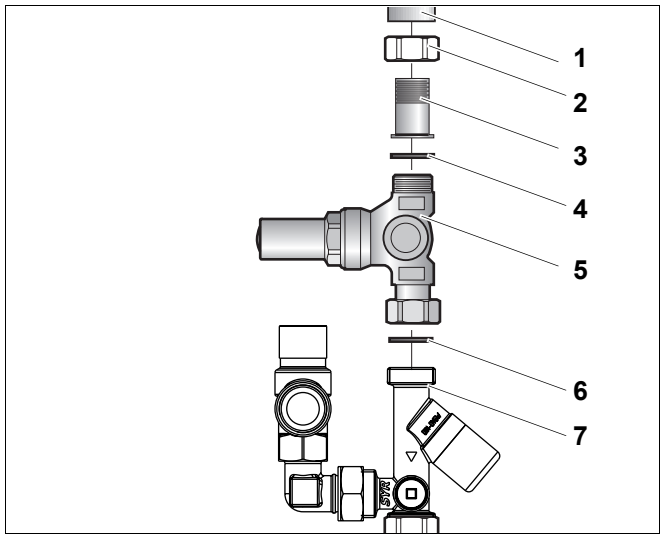

Rys. 32 Montaż reduktora ciśnienia U-DM
- Krótką złączkę gwintowaną (rys. 32, **poz. 3**) wraz z nakrętką śrubunkową (rys. 32, **poz. 2**) przykręcić szczelnie do przyłącza zimnej wody (rys. 32, **poz. 1**).
- Krótką złączkę gwintowaną (rys. 32, **poz. 3**) wraz z nakrętką śrubunkową (rys. 32, **poz. 2**) i uszczelką (rys. 32, **poz. 4**) przykręcić do reduktora ciśnienia (rys. 32, **poz. 5**).
- Reduktor ciśnienia (rys. 32, **poz. 5**) wraz z nakrętką śrubunkową i uszczelką (rys. 32, **poz. 6**) przykręcić do grupy bezpieczeństwa (rys. 32, **poz. 7**). Uważać na uszczelnienie i kierunek przepływu!